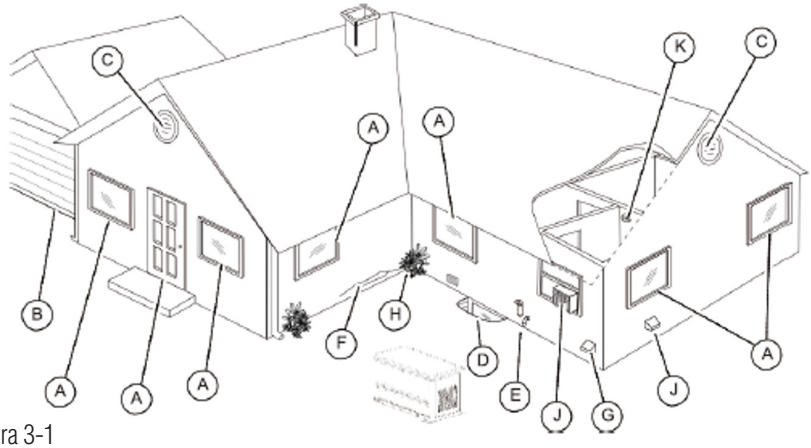

Figura 3-1
Véase la figura 3-1. Se instalará y utilizará un detector de monóxido de carbono (K) para controlar el monóxido de carbono y advertir a las personas de la presencia de monóxido de carbono. El detector de monóxido de carbono debe instalarse y probarse de acuerdo con las instrucciones y advertencias del fabricante del detector de monóxido de carbono. Póngase en contacto con el departamento local de inspección de edificios para conocer los requisitos aplicables en materia de detectores de monóxido de carbono.
Véase Figura 3-1.Los gases de escape del generador pueden entrar en la estructura a través de grandes aberturas, como puertas. Otra posibilidad es que los gases de escape y el monóxido de carbono se filtren en la estructura a través de aberturas más pequeñas y menos visibles.